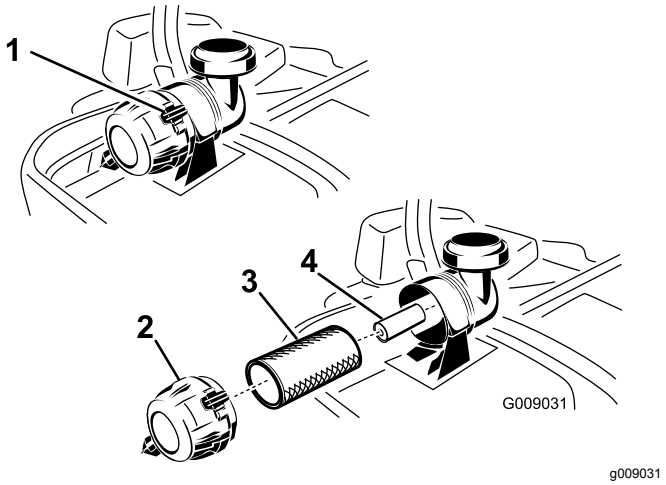

Figur 52
3. Skub ned for at åbne holdeklemmerne på luftfilteret, og træk luftfilterdækslet af luftfilterhuset (Figur 52).
5. Skub forsigtigt primærfilteret ud af luftfilterhuset (Figur 52). Undgå at ramme husets side med filteret.
1. Rengør ikke papirfilteret. Det skal udskiftes (Figur 52).
2. Hvis sekundærfilteret skal udskiftes, skal det forsigtigt skubbes ind i filterhuset (Figur 52).
3. Skub forsigtigt primærfilteret over sekundærfilteret (Figur 52).
5. Monter luftfilterdækslet med ånderørshætten nedad, og drej det, så holdeklemmerne låser dækslet på plads (Figur 52).